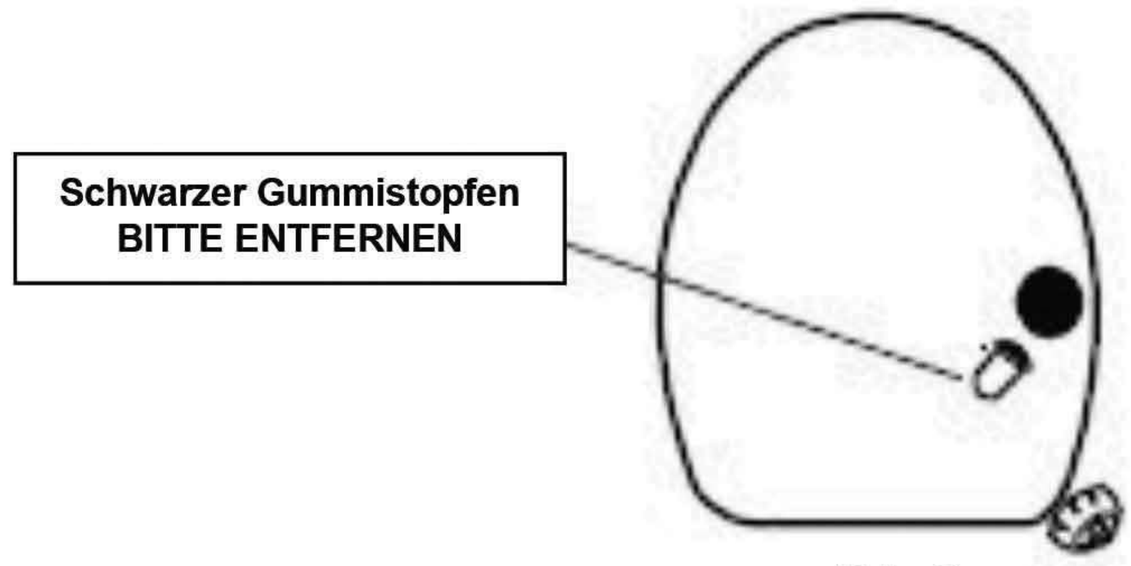

Abb. 2
3.4. Als nächstes entfernen Sie den schwarzen Gummistopfen an der Abflussstelle für den Kondensschlauch. (Siehe Abb. 2)